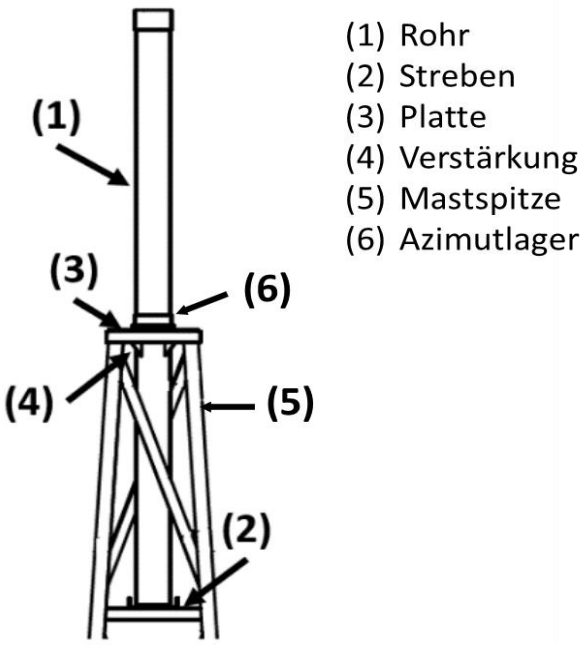

Abbildung 13 – Gondelverbindung
In der Abbildung 13 ist die Gondelverbindung dargestellt. Diese besteht aus einem Rohr, einem dreiteiligen Azimutlager, sowie dem oberen Teil des Mastes. **Dazu ist es zwingend erforderlich, dass der Mast [1.1] vorher gefertigt wurde**. Das Rohr wird auf die innenliegenden Streben montiert und verläuft durch die Deckplatte. Auf den oberen Rahmen ist diese Platte mit kurzen Schweißnähten geschweißt. Sie dient als Führung des Rohres und Lagerfläche für das untere axiale Drucklager. Auf das herausragende Rohr (1) wird das Gondelrohr geschoben.